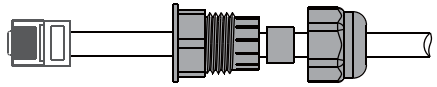

Figura 4.9-3 Cierre remoto de la conexión del cable
Paso 3-2 Para apagado remoto. Pase el cable a través de la placa de acero y, a continuación, conecte los pines 5 y 6. La Tabla 4.9-1 describe la definición del puerto de 6 pines; el cableado se muestra en la Figura 4.9-3.